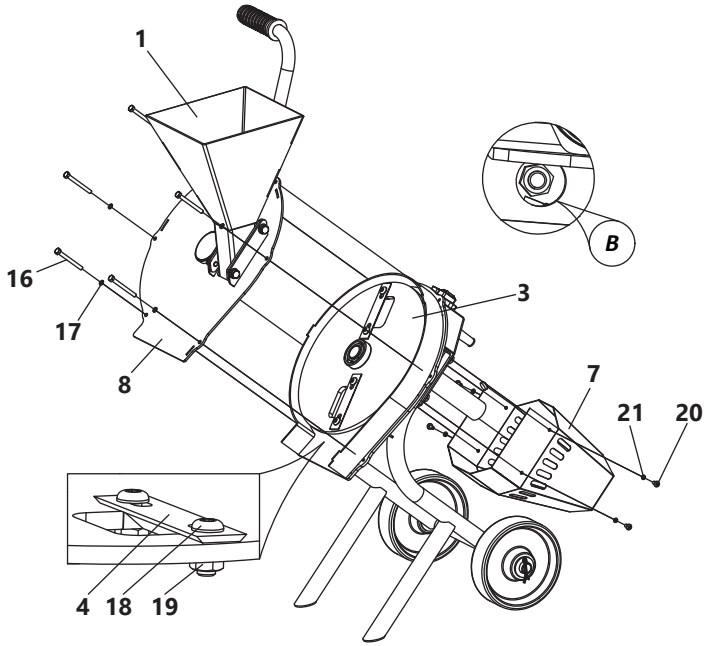

Рисунок 4. *Замена режущих ножей*
Внешний осмотр включает в себя: проверку кабеля, целостности защитных ограждений. Проверку крепления режущих ножей производят соответствующим инструментом, подтягиванием винтов 18 и гаек 19 (рис. 4).
Для замены ножей необходимо (рис. 4):
- установите нож 4 (как показано на рис. 4) другой стороной или замените его;
Для замены приводного ремня 10 необходимо (рис. 4, 5):
- выверните винты 20 с шайбами 21 (рис. 4);
- снимите кожух 7 (рис. 4);
Для замены щеток необходимо (рис. 4, 5):